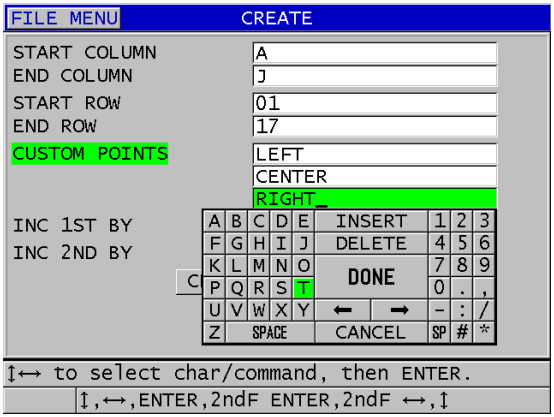

Rysunek 11-11 Konfigurowanie zakresu identyfikatorów dla plików danych typu siatka 2D z punktami niestandardowymi
3. Na drugiej stronie ekranu **CREATE** (Utwórz) (patrz Rysunek 11-11 na stronie 209):